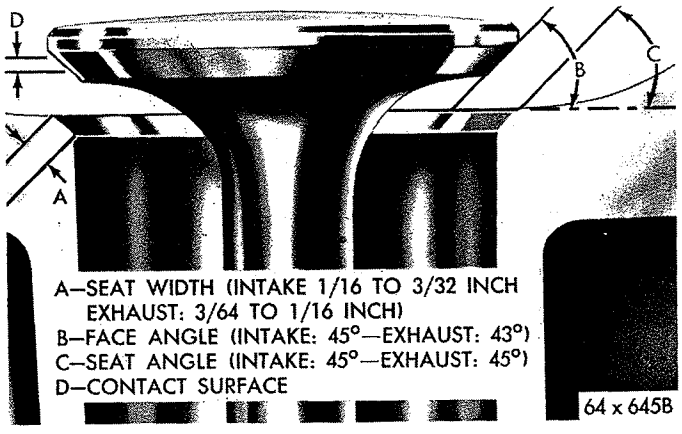

*Fig. 18—273 Cubic Inch Valve Face and Seat Angles*
(1) The intake and exhaust valve seats and valve faces have a 45 degree angle except the 273 cubic inch exhaust valve face which has a 43 degree angle. The valve face and valve seat angles are shown in Figures 18 and 19.